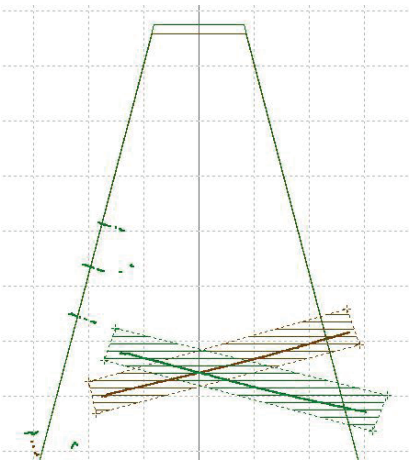

Abb. 29: Erfassungsbereich für den virtuellen Boden eingrenzen
- Um den Boden einzuteachen, den Job "Virtual bottom" wählen. Den Bereich für den Boden eingrenzen (s. Abb. 29) und Messung starten. Der eingeteachte Boden ist jetzt deckungsgleich mit dem virtuellen Boden.